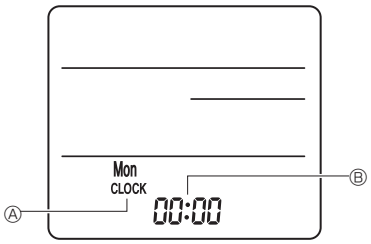

Fig. 6-4
3) Setting (Clock setting) (Fig. 6-4)
① Insert batteries or press the ● CLOCK button with something sharp.